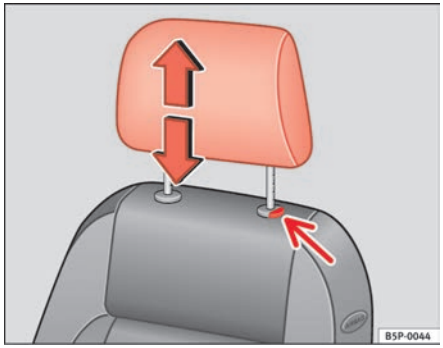

**Fig. 93 Adjusting and removing the head restraints**
– Press the button ⇒ fig. 93 (arrow).